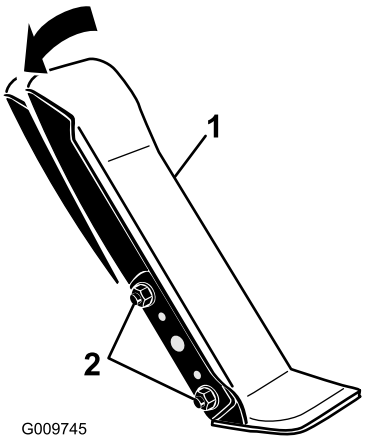

Figuur 57
1. Draai de bouten en moeren los waarmee de linkerzijde van het tractiepedaal aan de beugel is bevestigd (Figuur 57).
2. Draai het pedaal naar de gewenste hoek en draai de moeren vast (Figuur 57).